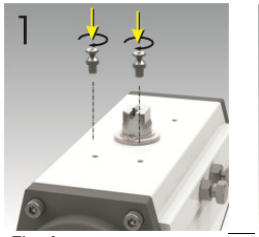

Fig. 2
2) The two screws that are included in the delivery can now be fastened on the actuator. (Fig. 2)